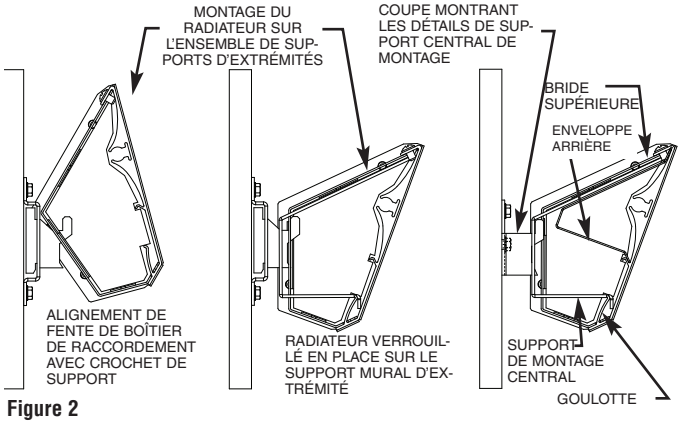

**Figure 2**
4. Pour monter le radiateur en corniche, accrochez son support central sur le support mural central en basculant le radiateur en arrière et en permettant que la fente supérieure tombe dans le crochet du support, comme en Figure 2. Fixez les boîtiers de raccordement sur les supports muraux d'extrémités de façon similaire. Ramenez le radiateur en corniche vers l'avant pour le verrouiller en place.
4. Pour monter le radiateur en corniche, accrochez son support central sur les supports muraux centraux en basculant le radiateur en arrière et en permettant que la fente supérieure tombe dans le crochet du support, comme en Figure 2. Fixez les boîtiers de raccordement sur les supports muraux d'extrémités de façon similaire. Ramenez le radiateur en corniche vers l'avant pour le verrouiller en place.